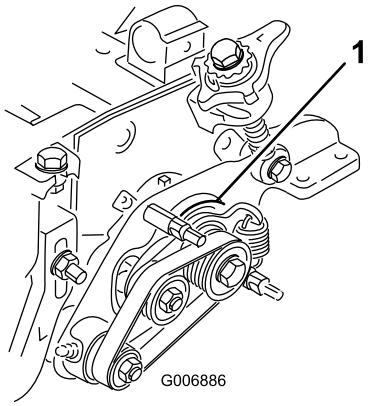

Figura 47
6. Certifique-se de que o principal casquilho de transmissão (Figura 47) roda livremente em torno do eixo da transmissão.